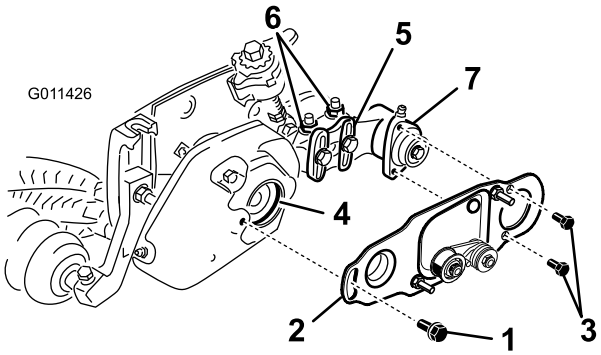

Figur 30
37. Lossa på de bultar som fäster rullborstens lagerhus vid rullborstens monteringsfäste (Figur 30).
38. Montera rullborstens svängplatta (Figur 30). När utsprånget på svängplåten förs in i hylsan på hylskåpan ska du kontrollera att hylsan sitter fast ordentligt på kåpan.
39. Stryk på blå Loctite 242 på de två 5/16 x 5/8 tums huvudskruvarna och använd dem för att montera borstplåten på rullborstens lagerhus (Figur 30). Dra åt huvudskruvarna till ett moment på 20–26 N·m.
- Lossa de två låsmuttrarna med fläns som fäster rullborstens monteringsfäste vid klippenhetens sidoplåt (Figur 30).
- Vrid rullborstens lagerhus tills borstplåten är parallell med klippenhetens sidoplåt (Figur 30).
- Dra åt de två låsmuttrarna med fläns som fäster rullborstens monteringsfäste vid klippenhetens sidoplåt (Figur 30).
41. Stryk på blå Loctite 242 på ansatsbulten (Figur 30). Montera borstplåten på trimsatskåpan med ansatsbulten. (Fig. 29). Dra åt bulten till ett moment på 20–26 N·m.